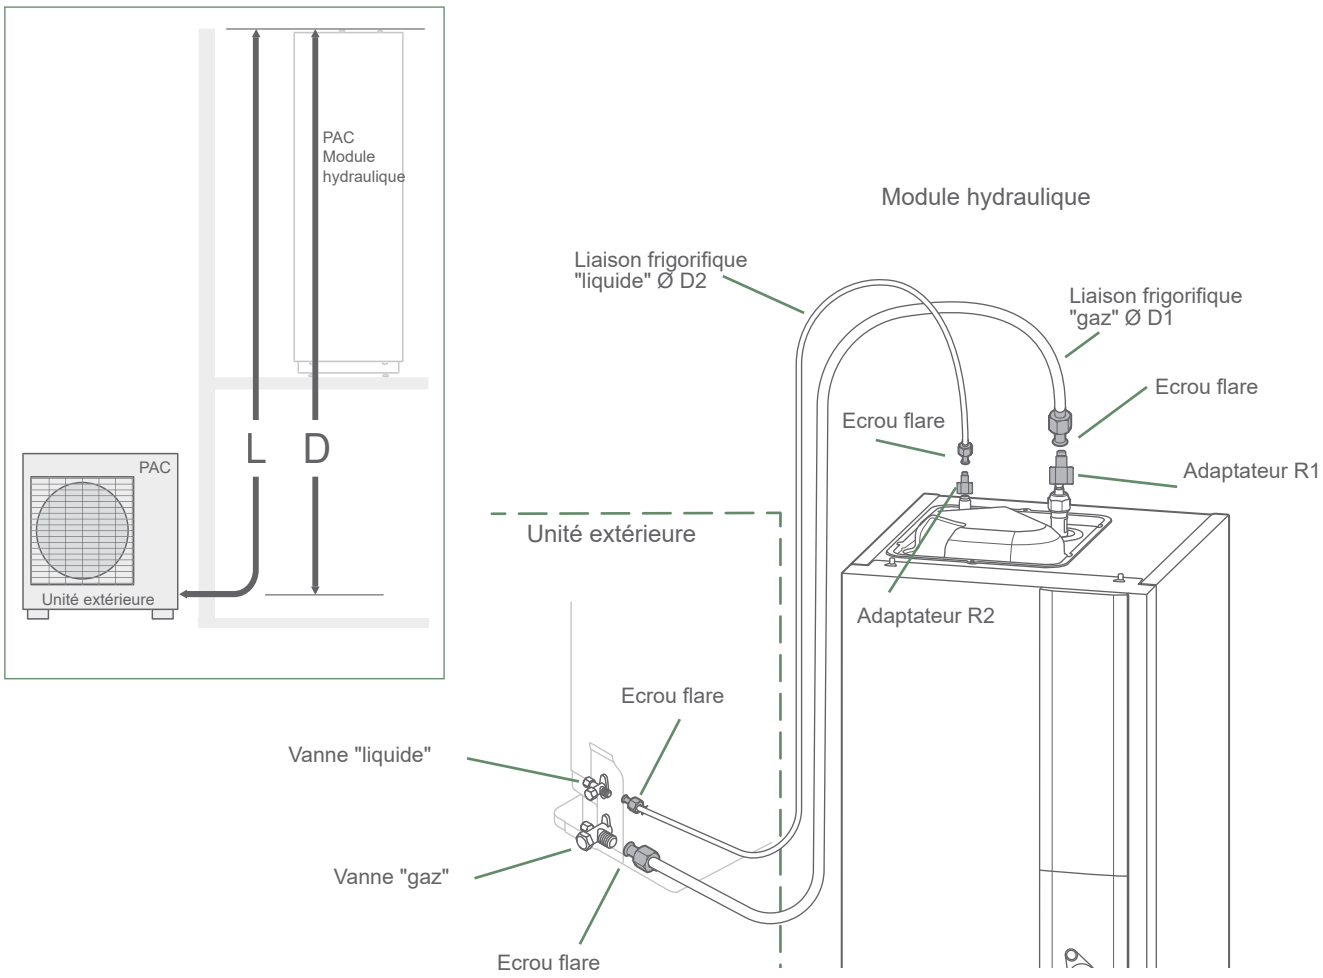

fig. 33 - Raccordement des liaisons frigorifiques (diamètres et longueurs permises)
- Suivant le cas, raccorder un adaptateur (réduction) 1/4"- 3/8" ou 1/2"- 5/8'' (voir *fig. 33*).